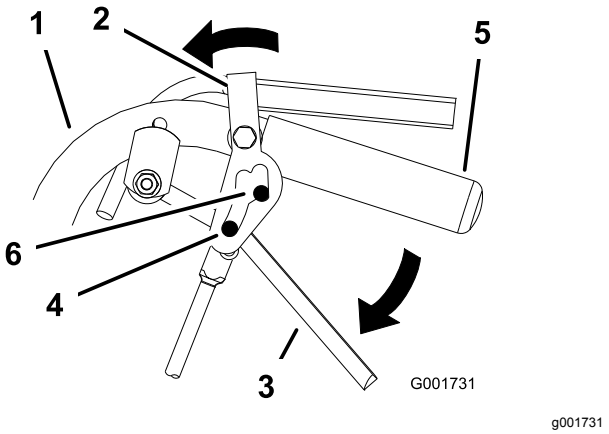

Figur 11
2. Placera tummarna på överdelen av låsen och för dem framåt tills sprintarna är i framåtläge (Figur 11).